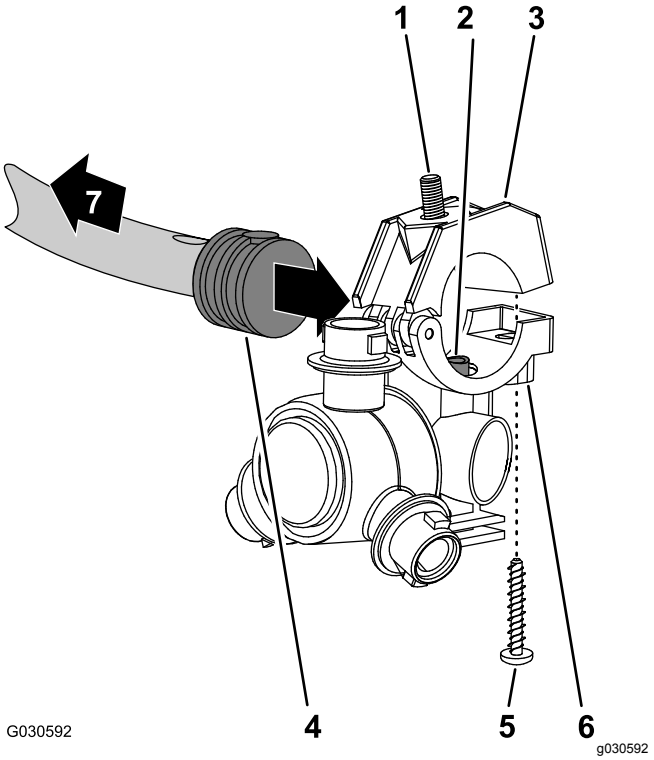
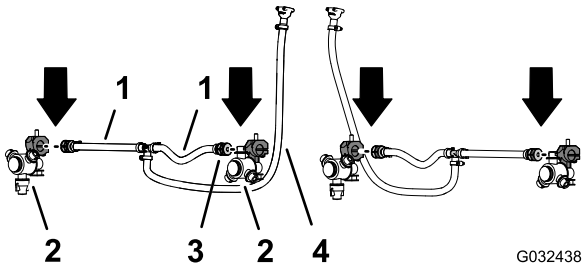

Figur 79
Figur 80
2. Börja med de två sprutmunstyckena från finputsningssatsen för GeoLink-sprutsystemet och ta bort skruven av rostfritt stål som håller fast den övre halvan av klämman på sadeln (Figur 79).
3. Leta rätt på hålet på sidan av slangskaftet med en hulling i änden av slangen (25 cm) i slangsystemet (sprutventil 5 eller 6) för centersprutrampssektionen (Figur 79 och Figur 80).
4. Rikta in överföringsröret i sadeln på ett sprutmunstycke (Figur 79) mot hålet på sidan av slangskaftet med en hulling (1/2 tum).
5. Stäng den övre halvan av klämman runt slangskaftet med hulling och sätt fast klämhalvan och sprutmunstyckshuset (Figur 79) med en skruv av rostfritt stål (nr 12 x 1 1/4 tum). Dra åt skruven av rostfritt stål till 14–18 N·m.
6. Börja med sprutmunstycket, sexkantsskruven och skruven av rostfritt stål som du tog bort i steg 1 och 2 i Ta bort sprutmunstyckena (sida 31), och upprepa steg 3 till och med 5 på slangskaftet med en hulling (Figur 79 och Figur 80) i änden på den andra 25 cm-slangen.
7. Börja med de två sprutmunstycken som du tog bort i steg 4 i Ta bort sprutmunstyckena (sida 31) och upprepa steg 3–5 på slangskaften med en hulling i det andra slangsystemet (sprutventil 5 eller 6) för centersprutrampssektionen (Figur 79 och Figur 80).